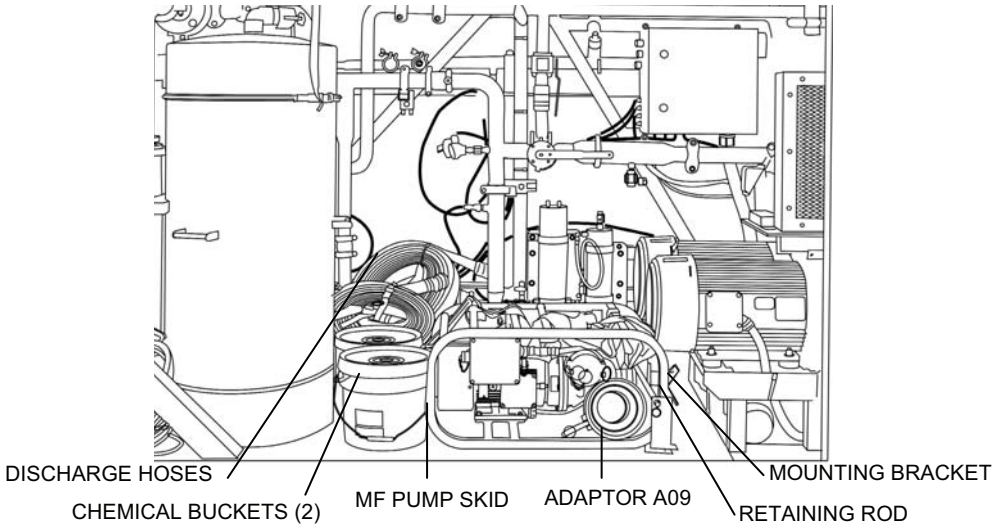

Figure 18. Equipment Area Packout 2.
7. Place additional discharge hoses in front of the RO feed tank and to the left of the cyclone separator assembly (Figure 18).
8. Move the MF pump skid onto the TWPS skid (Figure 18).